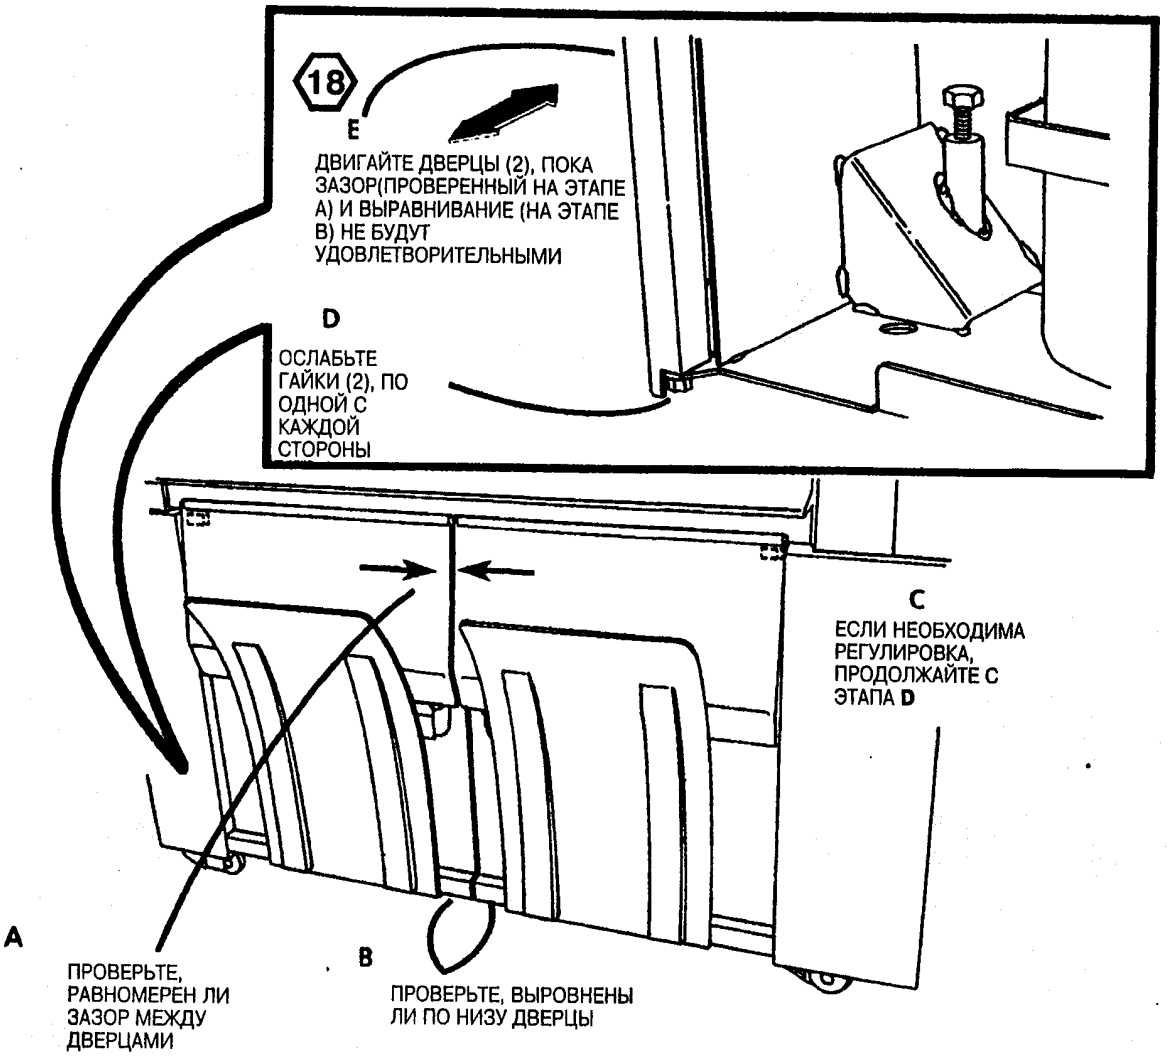

Рис. 31. Проверьте/Отрегулируйте передние дверцы
39. (Рис. 31): Проверьте/Отрегулируйте передние дверцы.